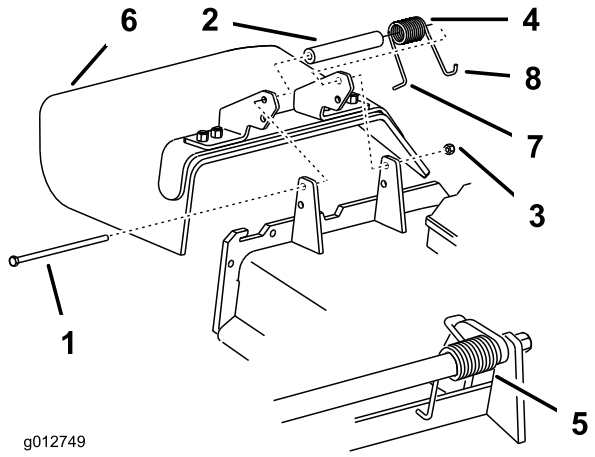

Figur 88
1. Fjern låsemutteren, bolten, fjæren og avstandsstykket som holder avlederen festet til svingbrakettene (Figur 88). Fjern den skadde eller slitte gressavlederen.
Merk: Påse at **L**-enden av fjæren er montert bak enhetskanten før du monterer skruen som vist i Figur 88.
3. Monter skrue og mutter. Plasser **J**-krokenden av fjæren rundt gressavlederen (Figur 88).